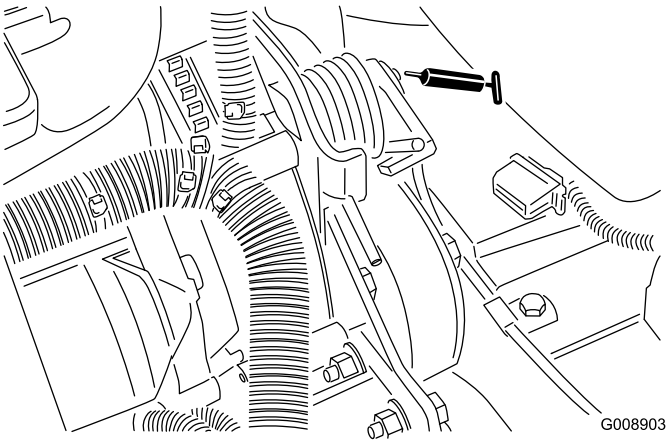

Figuur 56
- Draaipunt riemspanning (Figuur 56)